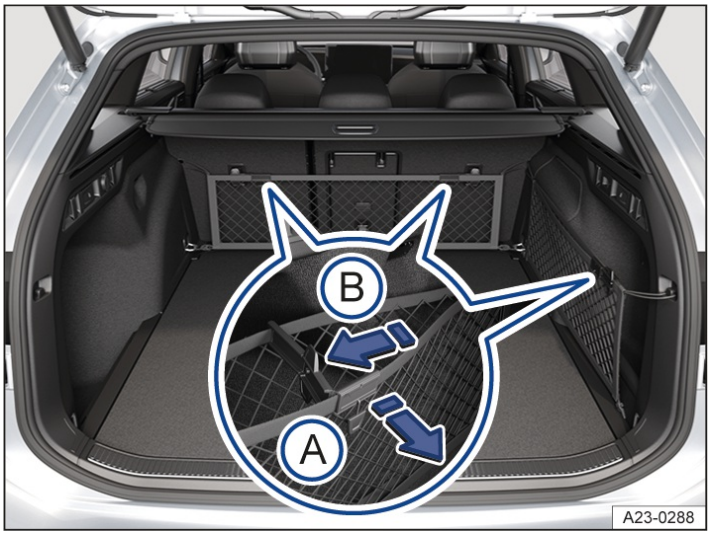

Fig. 2 In the luggage compartment: open and close the side nets.
1. Pull the fastener inward until it is almost completely open→ *fig. 2* (arrow A).
2. Push the fastener in the center in the direction of the arrow until it locks→ *fig. 2* (arrow B).
1. Push the fastener in the center in the opposite direction to the arrow→ *fig. 2* (arrow B) until it locks.